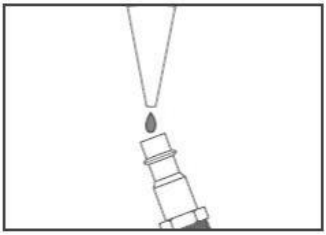

Figura 8. Lubrificazione della cucitrice tramite presa d'aria.
-Mettere da 2 a 6 gocce di olio per utensili pneumatici nell'ingresso dell'aria della cucitrice (come mostrato nella Figura 8) ogni 2 ore di utilizzo continuo. Rimuovere l'olio in eccesso vicino allo scarico della pinzatrice per evitare l'accumulo di polvere.